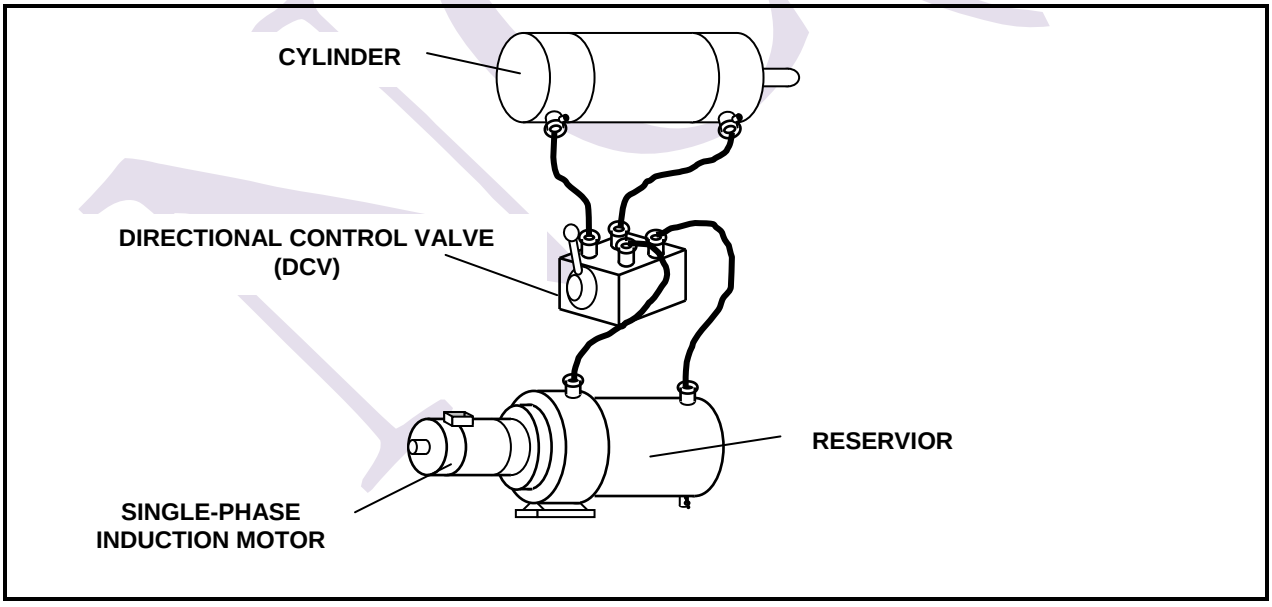

FIGURE 2
FIGURE 2 shows a simplified, manually-operated hydraulic system used in a car hoist.
3.1 Comment on the power of the cylinder in FIGURE 2. (2)
3.2 What is the purpose of the directional control valve (DCV) regarding the control of the cylinder in FIGURE 2? (2)
3.3 What is the function of the electric motor and the reservoir regarding the hydraulic power pack shown in FIGURE 2? (2)